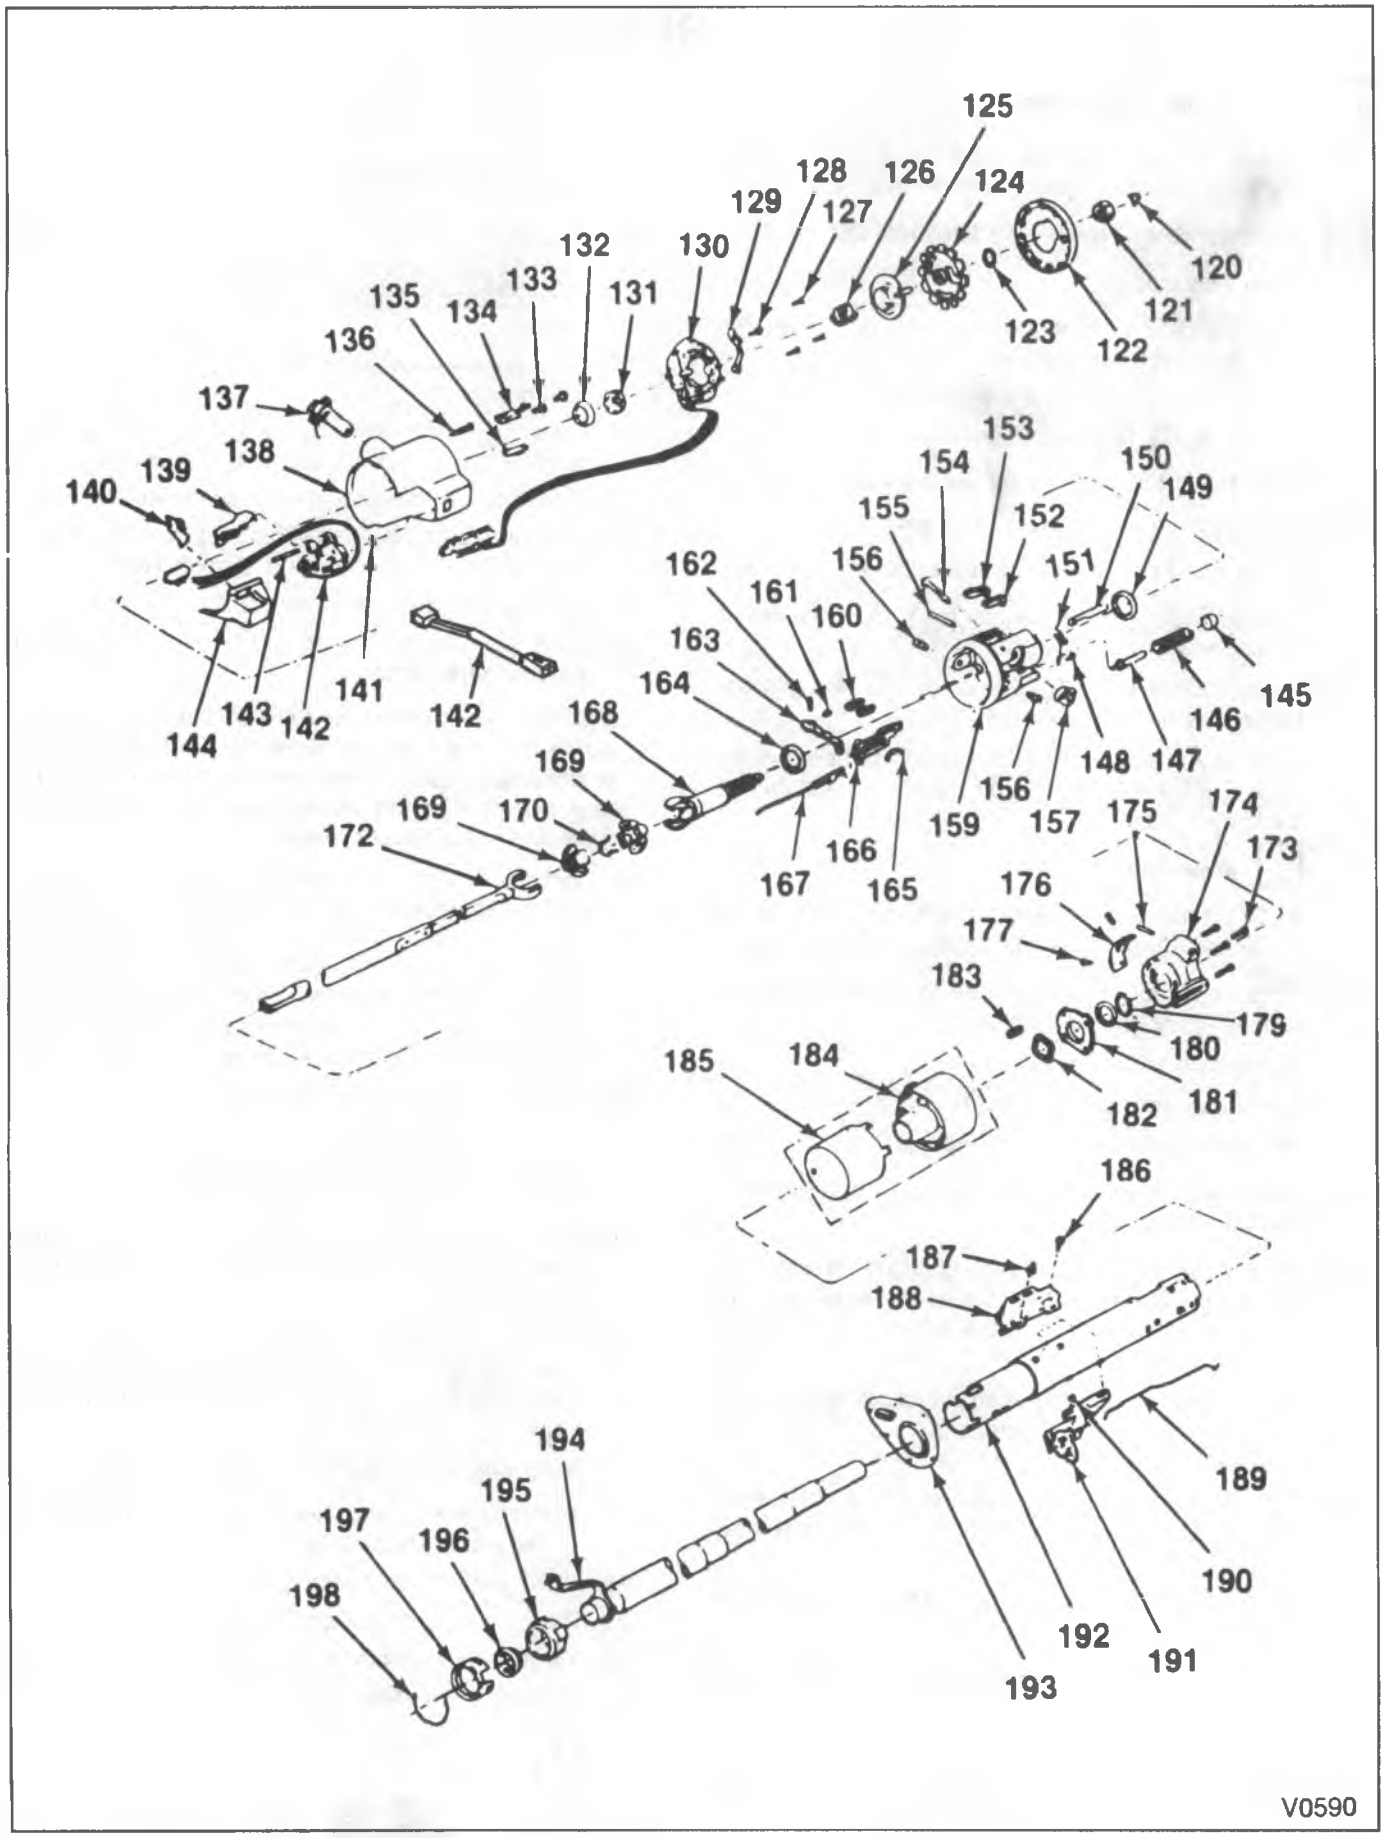

Figure 19 – Tilt Steering Column (R/V and P Models)
2. Tone alarm switch assembly (134) (figure 19).
Disassemble (Figures 19 through 26)